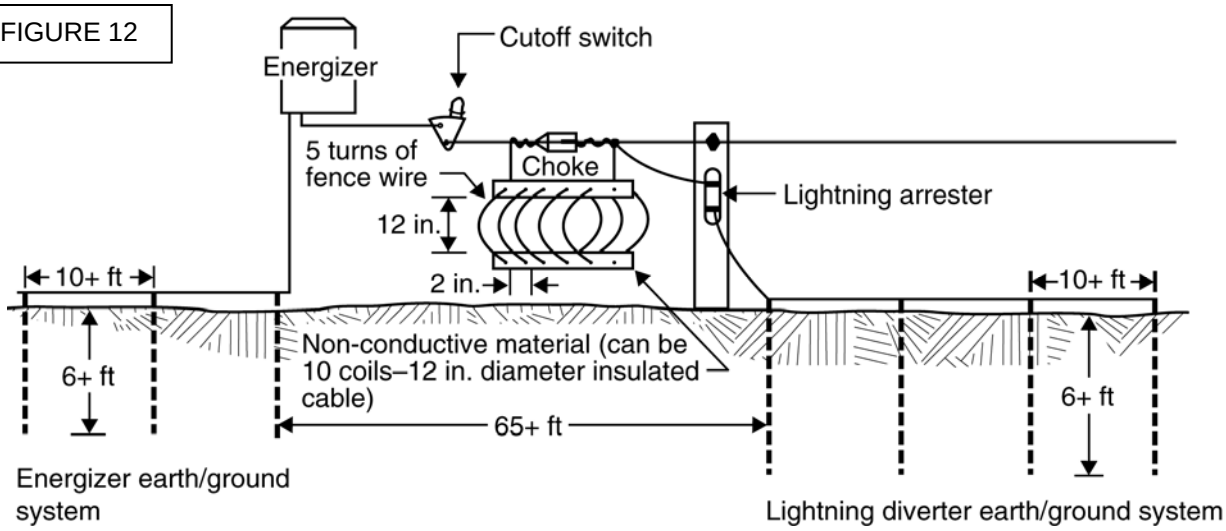

FIGURE 16: ELECTRIC FENCE FLOOD GATE
3. For areas that cross creeks and streams, an electric fence flood gate is necessary to allow debris to pass through but keeping the livestock in. See ***Figure 16*** to see an electric fence flood gate and their components.